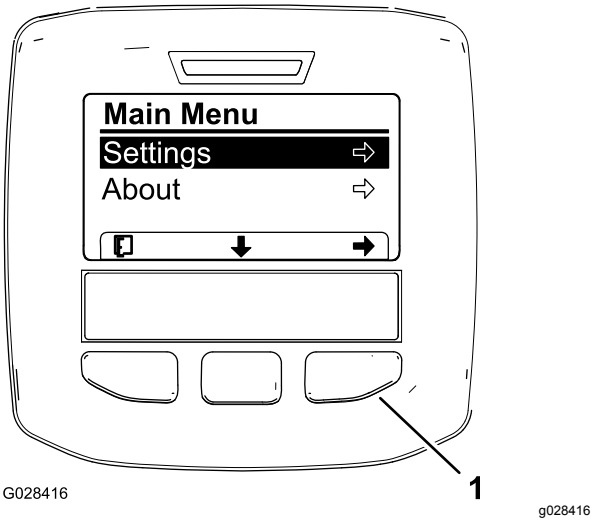
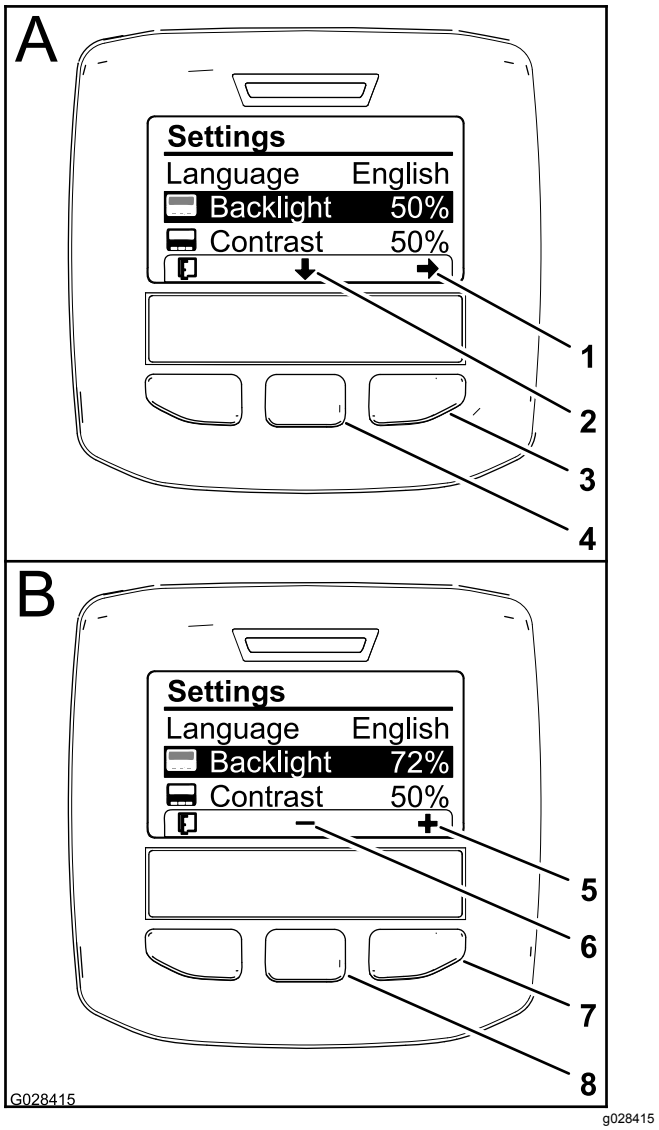

Figur 20
Figur 22
3. Tryck på den mittersta valknappen för att gå till huvudmenyn (Figur 20).
5. Tryck på vänster valknapp för att spara ditt/dina val, lämna inställningsmenyn och återvända till huvudmenyn (Figur 20).
2. Justera bakgrundsbelysningen på skärmen genom att trycka på den mittersta valknappen (knappen under nedåtpilen på skärmen) för att flytta ned till alternativet för inställning av bakgrundsbelysning (Figur 22).
3. Tryck på höger valknapp för att visa värdejusteringskontext (Figur 22).
4. Använd den mittersta valknappen och höger valknapp för att ändra skärmens ljusstyrka (Figur 22).
lämna menyn för bakgrundsbelysning och återvända till inställningsmenyn (Figur 22).
6. Justera skärmens kontrast genom att trycka på den mittersta valknappen (knappen under nedåtpilen på skärmen) för att flytta ned till alternativet för inställning av kontrast (Figur 22).
7. Tryck på höger valknapp för att visa värdejusteringskontext (Figur 22).
8. Tryck på vänster valknapp (knappen under listikonen på skärmen) för att spara ditt val, lämna menyn för kontrast och återvända till inställningsmenyn (Figur 22).
9. Tryck på vänster valknapp för att lämna inställningsmenyn och återvända till huvudmenyn (Figur 20 och Figur 22).
10. Tryck på vänster valknapp för att återvända till startskärmbilden (Figur 22).